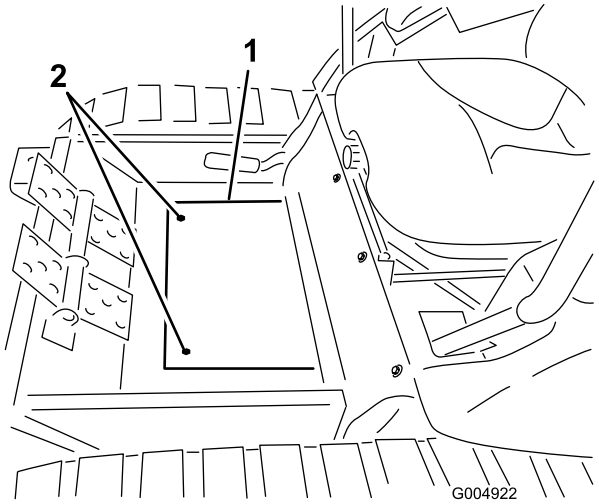

**Rysunek 72**
3. Odkręć dwie śruby mocujące pokrywę płyty podłogi, a następnie zdejmij pokrywę (Rysunek 72).